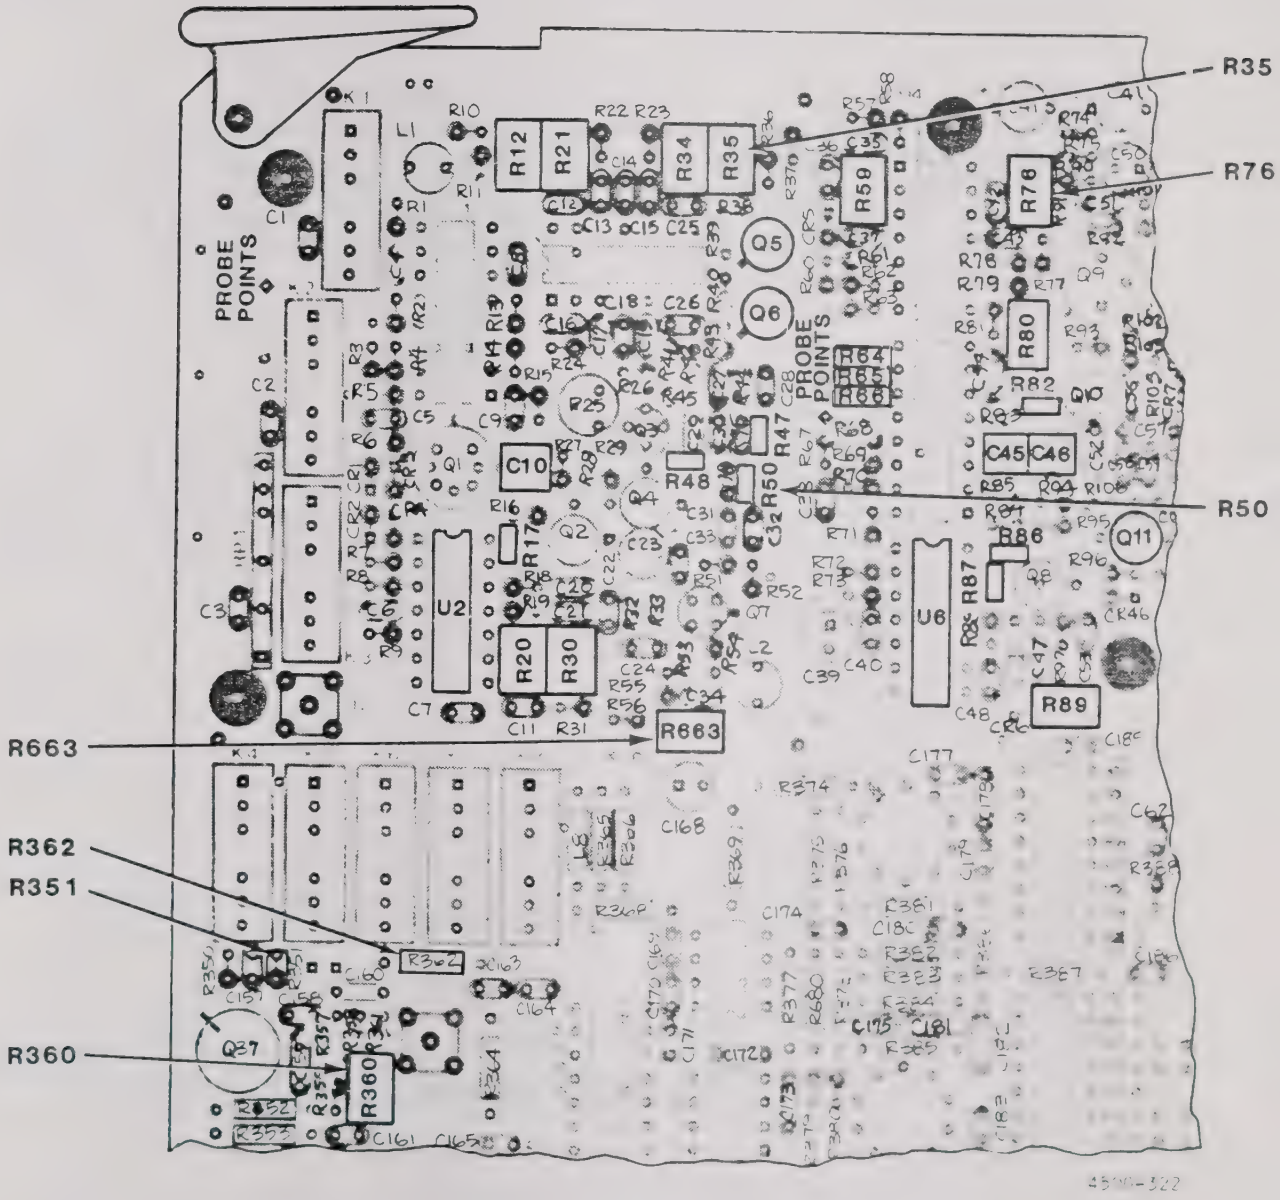

Figure 4-21. Trigger Level Test Point and Adjustment Locations
47. See Figure 4-21 for test point and adjustment locations used in the following steps. Put a 500-Hz, 8 V peak-to-peak triangle wave into the front panel BNC input of the channel being adjusted. A ramp that goes through -3 V and +3 V should appear crossing the screen. Adjust R360 so the V(M) readout is 0 +/-0.2 V. Change the trigger level to +3 V and note the V(M) readout value. Set the trigger level to -3 V and note the V(M) readout value. Adjust R360 so the first V(M) readout value is below +3 V the same amount as the second V(M) readout value is above -3 V. This adjustment sets the offset of the trigger amplifier. Adjust R663 so the V(M) readout is +3 +/-0.2 V when the trigger level is set to +3 V and so the V(M) readout is -3 +/-0.2 V when the trigger level is set to -3 V. R663 adjusts the gain of the trigger amplifier. Both R360 for offset and R663 for gain may have to be adjusted again to achieve these two values.
48. Change the trigger slope to NEG. When the trigger level is set to +3 V, the V(M) reading should be +3 V +/-0.2 V. When the trigger level is set to - 3 V, the V(M) reading should be -3 V +/-0.2 V.
3. See Figure 4-21 for ADC test and adjustment locations. Disconnect the coaxial cable from the attenuator channel being aligned to the ADC. Place DVM ground on the top of C270. With the DVM, probe the outside end of R50 on the ADC board associated with the channel being aligned. Verify a voltage of +3.96 +/-1 mV. If necessary, adjust R35 on the ADC board to achieve this voltage. Now connect the coaxial cable from the attenuator to the ADC. The voltage on the outside end of R50 on the ADC board should be +3.96 +/-1 mV. If it is not, adjust the OP BALANCE control on the attenuator for the channel being aligned (R28 for channel A or R74 for channel B), so +3.96 +/-1 mV is obtained. The voltage should remain constant while the coaxial cable is connected or disconnected.